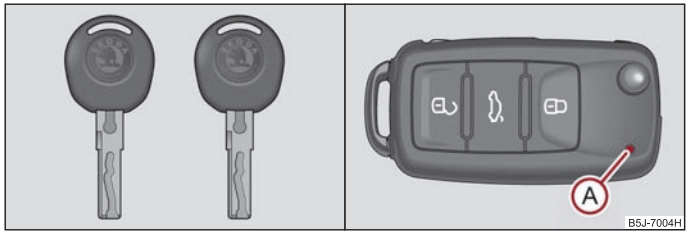
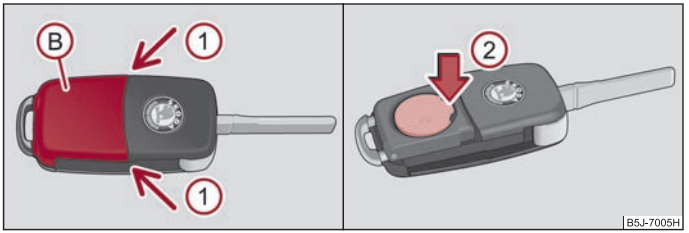

Fig. 23 Juego de llaves sin telemando / juego de llaves con telemando
Fig. 24 Llave de radiotelemando - retirar la tapa / retirar la batería
Con el vehículo se entregan dos llaves. Según el equipamiento, su vehículo puede estar provisto de llaves sin mando a distancia ⇒ fig. 23 o de llaves con mando a distancia* ⇒ fig. 23 - lado derecho.
Cada llave principal de radiotelemando contiene una batería que está alojada debajo de la tapa (B) ⇒ fig. 24. Si la batería está descargada, después de pulsar una tecla del radiotelemando, no parpadea el testigo de control rojo (A) ⇒ fig. 23. Cambie la batería de la siguiente forma:
- Quite la tapa presionándola en la posición de las flechas (1) con mucho cuidado.
- Retire la batería descargada de la llave presionándola hacia abajo en el lugar de la flecha (2) ⇒ fig. 24.